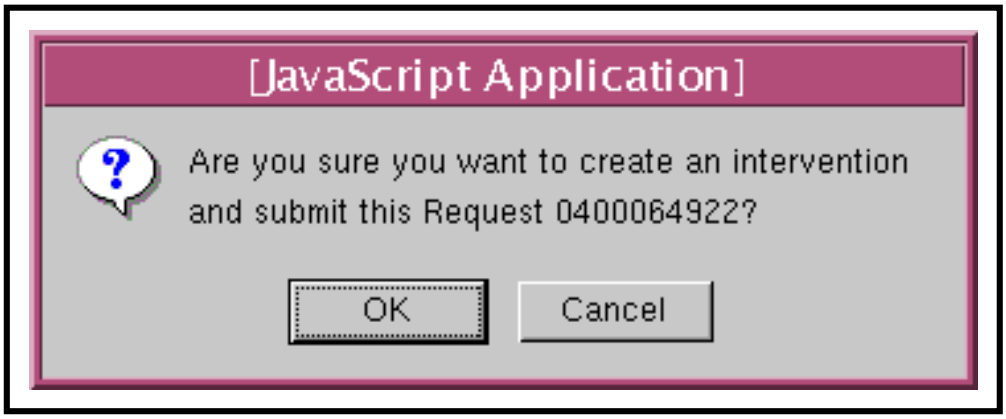

Figure 41. Resubmit Request Confirmation Dialogue Box
- A **Resubmit Request Confirmation** dialogue box (Figure 41) is displayed.
7 If a **Resubmit Request Confirmation** dialogue box (Figure 41) is displayed, first click on the appropriate button from the following selections:
8 If a **Resubmit Request Confirmation** dialogue box (Figure 41) was displayed and **OK** was clicked in response to the **Resubmit Request Confirmation** dialogue box, perform the procedure for **Responding to an Open Intervention** (preceding section of this lesson).